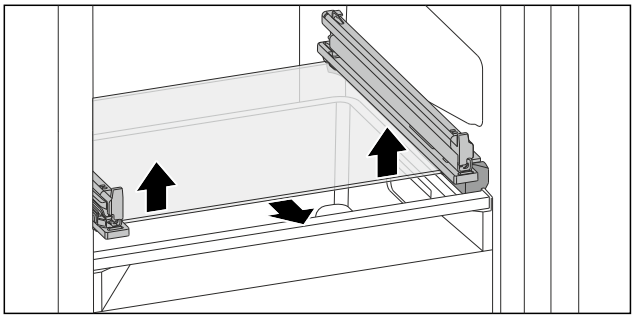

Fig. 133 Tablette en verre du tiroir basculable
▶ Appuyer des deux côtés sur la tablette en verre de bas en haut. (voir Fig. 133)